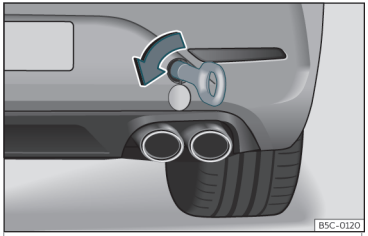

Fig. 46 Sul lato destro del paraurti posteriore: occhiello di traino avvitato.
- Avvitare l'occhiello di traino nell'alloggiamento, ruotandolo fino in fondo **in senso antiorario**››› fig. 46 ›››. Utilizzare un oggetto idoneo per avvitare completamente e saldamente l'occhiello di traino nel suo alloggiamento.